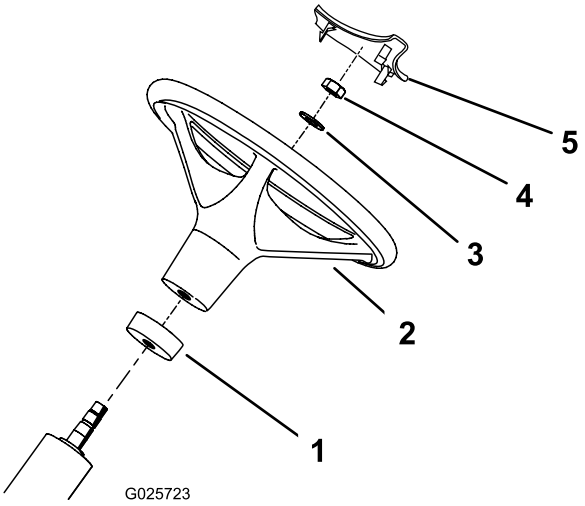

Figur 2
2. Sæt skumkraven (med den smalle ende først) på rataksien (Figur 2).
3. Sæt rattet på ratstammen (Figur 2).
4. Fastgør rattet til ratstammen med en spændingsskive og låsemøtrik (Figur 2). Stram låsemøtrikken til 27-35 Nm.
5. Sæt ratovertrækket på rattet (Figur 2).